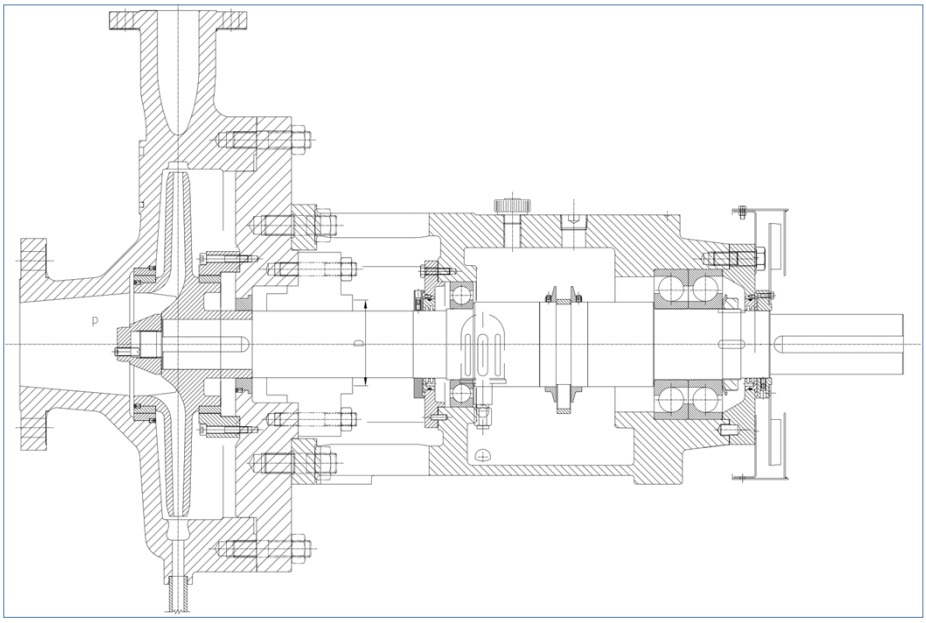

Figure 4.10: OH2 pump's sectional drawing.
1) In case of overhung impellers (such as in OH and VS type pumps as per API 610 standard), the pressure acts in the impeller's eye, generating an axial thrust (refer to Figure 4.10).